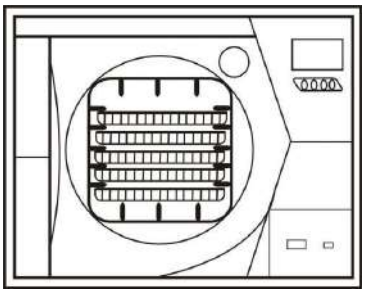

Рисунок 11: Схема расположения стойки реверсивной в положении №1
1) 5 лотков в горизонтальном положении/ 3 кассет в вертикальном положении (рис. 11)